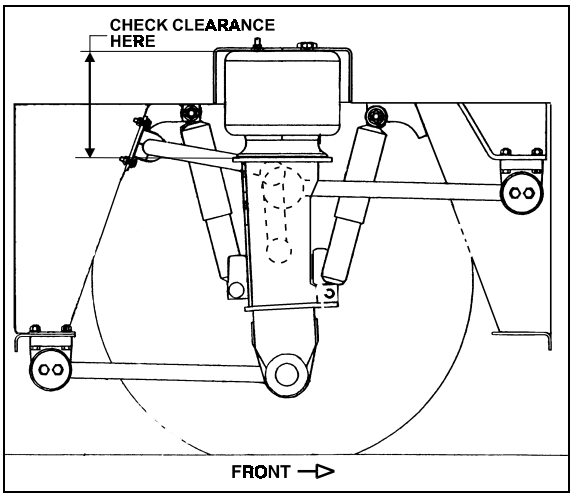

FIGURE 14: TYPICAL AIR SPRING CLEARANCE 16108
The appropriate vehicle body height is obtained by measuring the clearance of all the air springs installed on the front and drive axles. The clearance should be 12 ± ¼" (305 ± 6 mm), 11 11/16 ± 0.25'' (297 ± 6 mm) for ISS for the air springs installed on the front axle and 11½ ± ¼" (292 ± 6 mm) for those installed on the drive axle. Refer to figure 14 to identify the correct location where the measure has to be taken. At this point, it should not be necessary to make an adjustment under normal service conditions. However, if an adjustment is required, change the position of the overtravel lever in relation to the overtravel control body. The lever should be moved up to raise the height of vehicle, and
1. With the vehicle at normal operating air pressure, check the air spring clearance as illustrated in figure 14. This clearance should be 12 ± ¼" (305 ± 6 mm), 11 11/16 ± ¼" (297 ± 6 mm) for ISS for the front axle air springs and 11½ ± ¼" (292 ± 6 mm) for those on the drive axle.
Note: *The measure should be taken from under the upper air spring support on subframe to top of the lower air spring support on axle (refer to fig. 14 for more details). If adjustment is required, begin with the drive axle.*